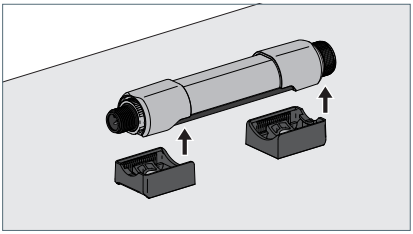

Fig. 8: Gerät ausbauen.
- ▶ Drehen Sie das Gerät mit der Blende zur Montagefläche und heben Sie die Leuchte aus den Haltern, siehe Fig. 8.